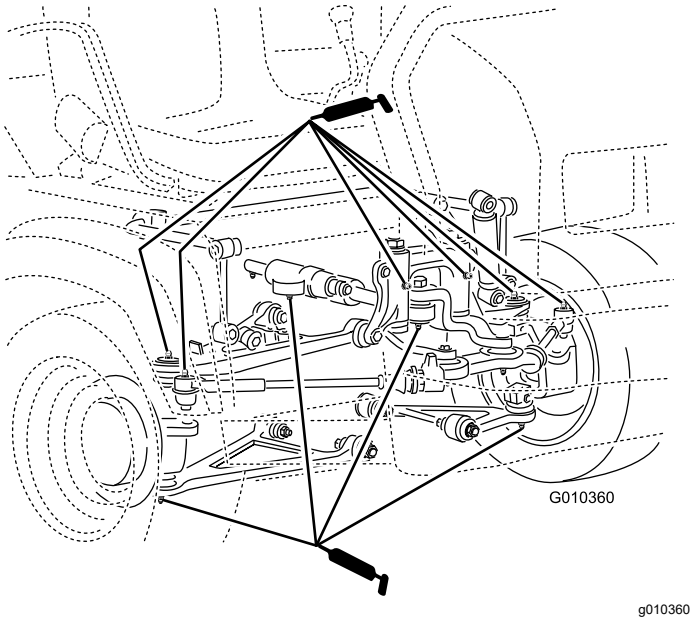

Figur 29
- **Kuleledd (4)**. Se Figur 29
- **Parallellstag (2)**. Se Figur 29
- **Panserhengsler (2)**. Se Figur 29
- **Styresylinder (2)**. Se Figur 29